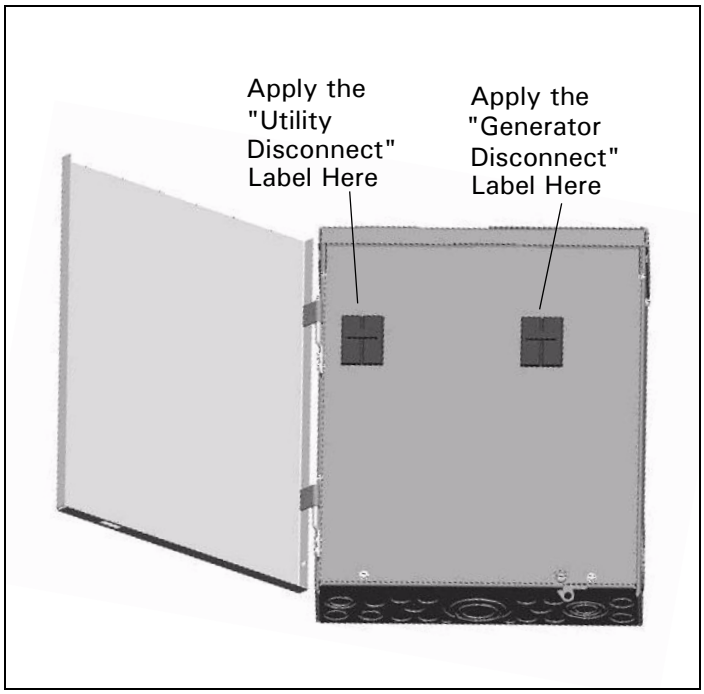

Figure 3. Label Placement for Non-Service Entrance Applications.
Step 3: Apply the "UTILITY DISCONNECT" label adjacent to the UTILITY circuit breaker and the "GENERATOR DISCONNECT" label adjacent to the GENERATOR circuit breaker on the deadfront (see Figure 3).